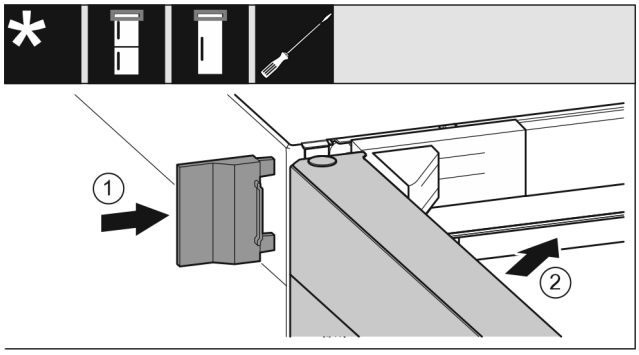

Fig. 23
▶ Navlecite zunanji pokrov *Fig. 23 (1)*.
▶ Zaprite zgornja vrata *Fig. 23 (2)*.